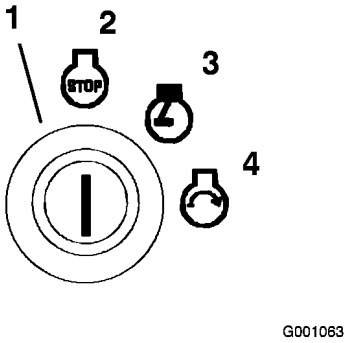

Figur 13
6. Vrid tändningsnyckeln medsols till körläget (Figur 13).
9. Vrid nyckeln till startläget så tänds glödstiftslampan på nytt. Släpp nyckeln när motorn startar (Figur 13).
4. Vrid tändningsnyckeln medsols till körläget (Figur 13).
4. Vrid tändningsnyckeln till det avslagna läget (Figur 13). Vänta tills alla rörliga delar har stannat innan du lämnar förarplatsen.